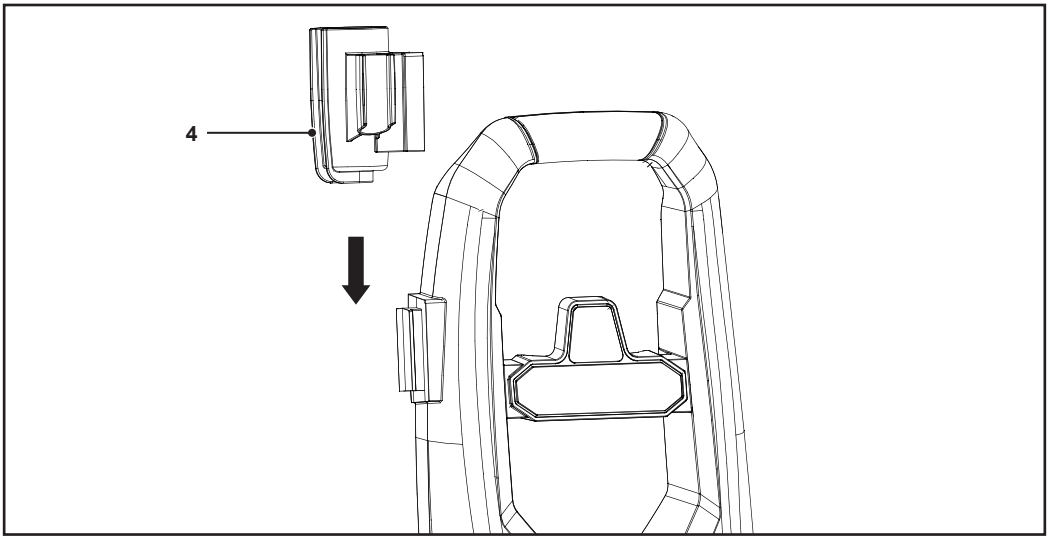

Fig. 2
2. Deslize o suporte da pistola de gatilho e acessórios (4) para a ranhura lateral do aparelho (Fig. 2).